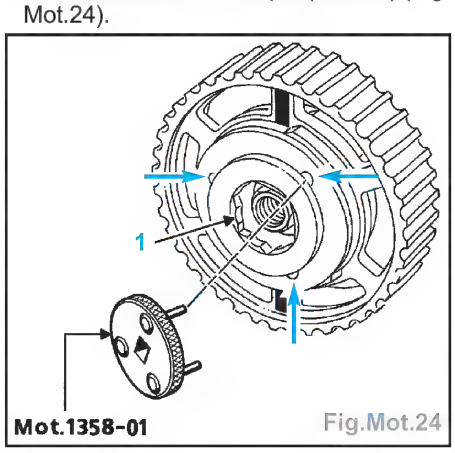

Fig.Mot.24
- Engager l'outil **Mot.1358-01** dans les trois ouvertures du flasque (flèches) (Fig. Mot.24).